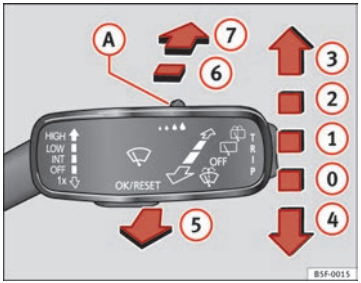

Fig. 66 Operating the windscreen wiper and rear wiper
- Press the windscreen wiper lever downwards briefly ⇒ Fig. 66 (4).